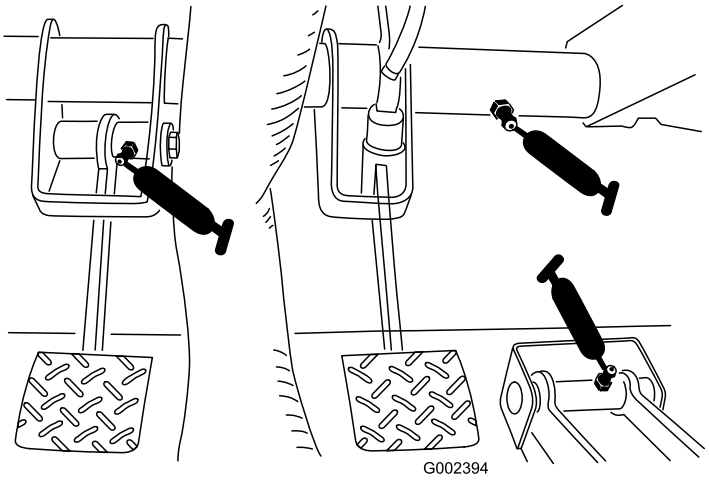

Figur 41
- Clutch (1), gasspedal (1) og bremse (1) som vist i Figur 41